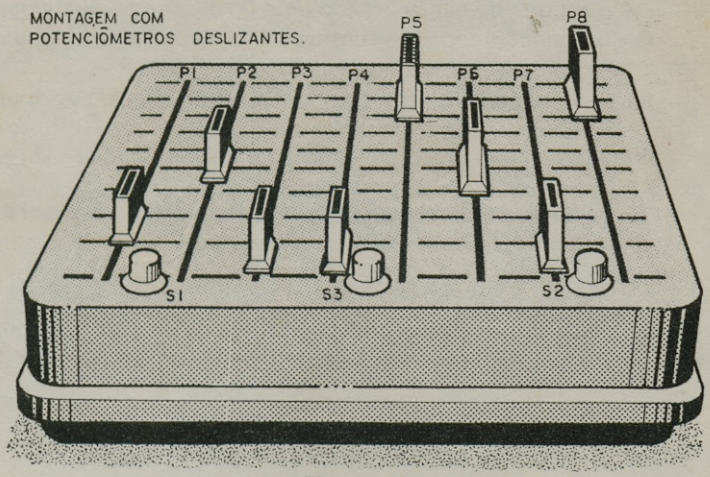

Figura 12
e) Os potenciômetros usados nesta montagem podem ser do tipo deslizante ou do tipo comum com eixo rotativo. No primeiro caso, evidentemente tem-se uma montagem de melhor aspecto (figura 12), mas lembramos os leitores que estes componentes são mais caros que os potenciômetros comuns. O importante no caso é apenas o valor do potenciômetro já que podem ser usados tipo lineares ou logarítimicos. Esses potenciômetros formarão os controles do aparelho, devendo em seus eixos serem instalados os knobs. Na compra dos potenciômetros aproveite para escolher os knobs lembrando sempre que deles dependerá a aparência externa da central de efeitos sonoros.